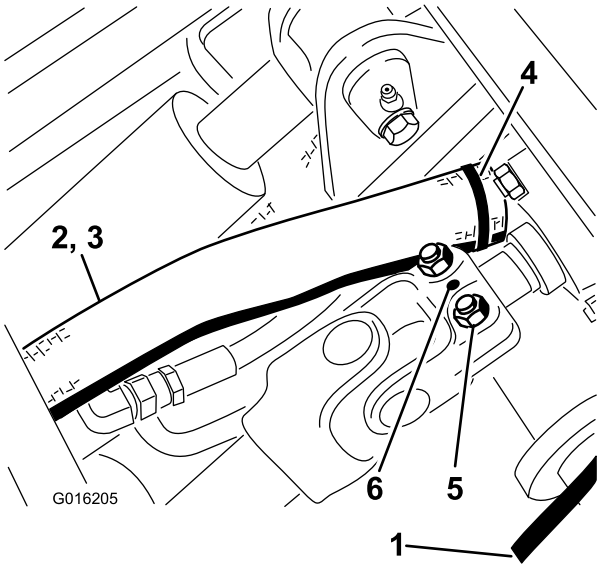

Figur 73
4. Fjern valsetappen, og løsn de 2 bolte, der fastgør drivakslen til gearkasseakslen (Figur 73). Skub drivakslen af gearkasseakslen.